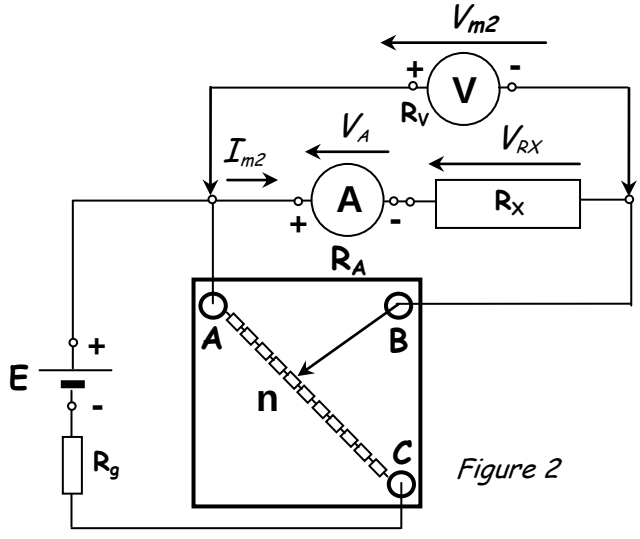

Figure 2
6.2) Dans la figure 2 (montage "amont" ou "longue dérivation") :
7.3.2 - Réaliser le montage de la *figure 2* et le faire vérifier avant tout branchement au générateur.